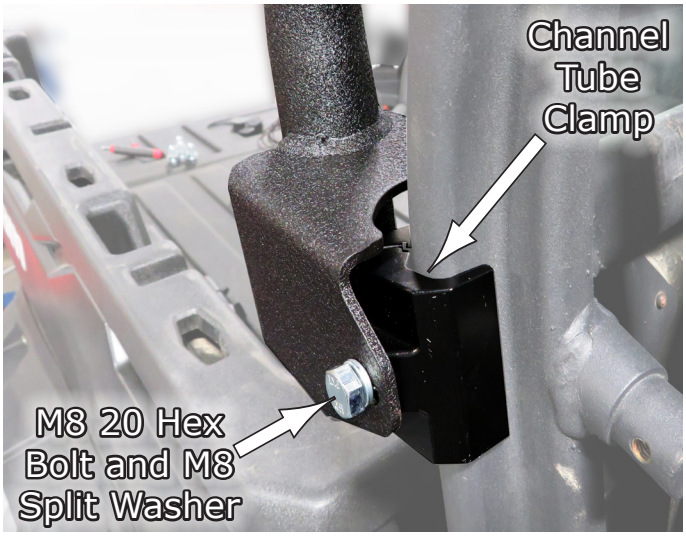

Fig.6a
6.Next, you can install the **Side Tube** to the **Channel Tube Clamp** you installed previously. You will install it using the **M8x20 Hex Bolt** and **M8 Split Washer** as shown in **Fig.6a-b**. Be sure to align the Clamp to the hole on the Side Tube, hold the clamp there and move the Side Tube up out of the way so you can tighten down the Clamp bolts. Then install the Side Tube to the Clamp and tighten down. Repeat for opposite side.